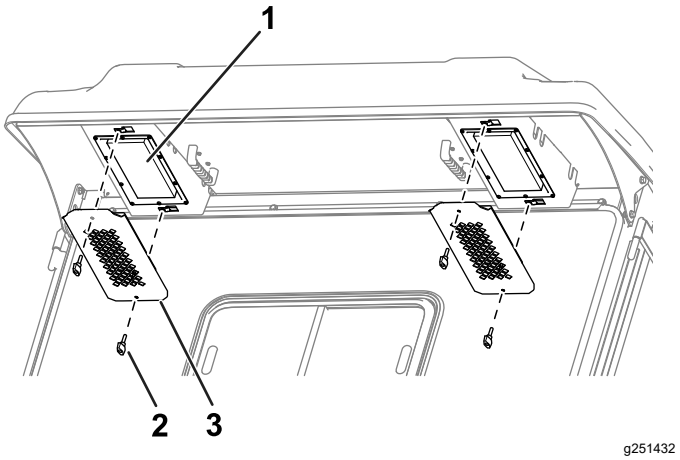

Figur 83
1. Fjern grebene og ristene fra førerhusets bageste udhæng (Figur 83).
4. Brug grebene og ristene til at montere filtrene i førerhuset (Figur 83).